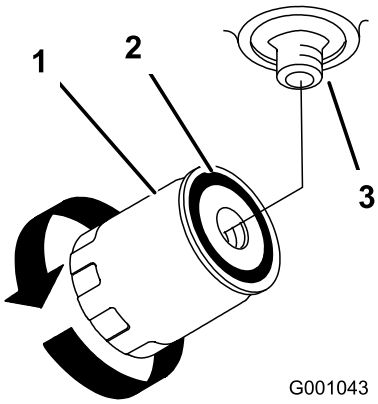

Figur 75
4. Fjern det brukte filteret, og tørk av filteradapterens pakningsflate til den er ren (Figur 75).
7. Drei oljefilteret med klokken til gummipakningen kommer i kontakt med filteradapteren, og trekk til filteret med ytterligere 1/2-omdreining (Figur 75).